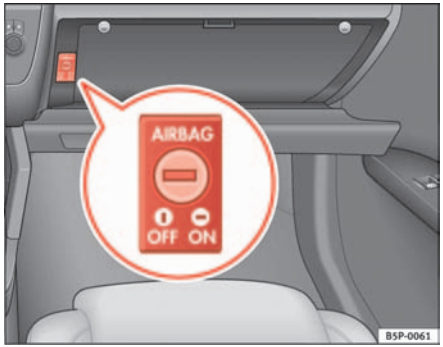

Fig. 26 In the glove box there is key switch for disabling and enabling the airbags on the front passenger side
– Turn the ignition switch in the key operated switch in the glove box to the position **OFF** ⇒ fig. 26.
– Turn the ignition switch in the key-operated switch in the glove box to the position **ON** ⇒ fig. 26.